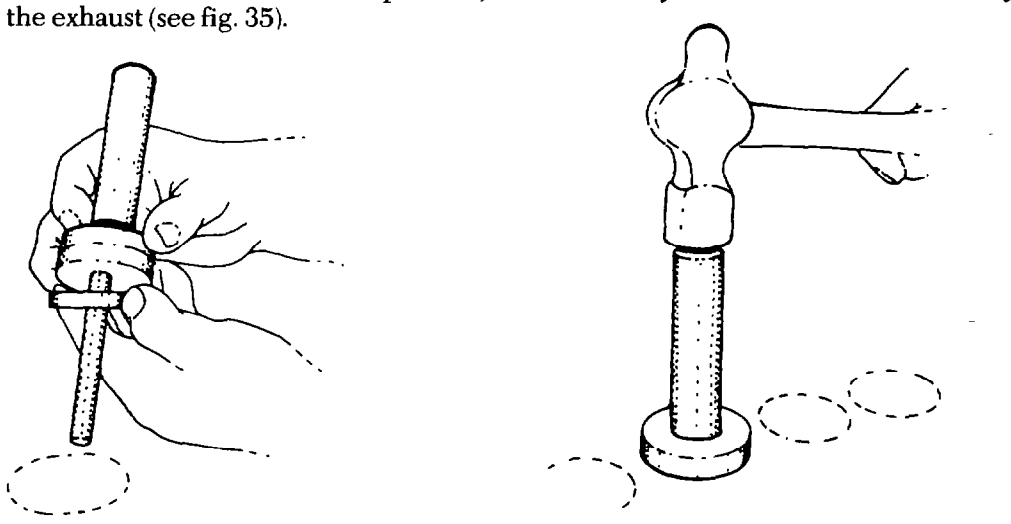

Fig. 35 — Installing Valve Seat Inserts
c. To install the new seat inserts into position, use drive tool J-25259-1 for the intake and J-25259 for the exhaust (see fig. 35).